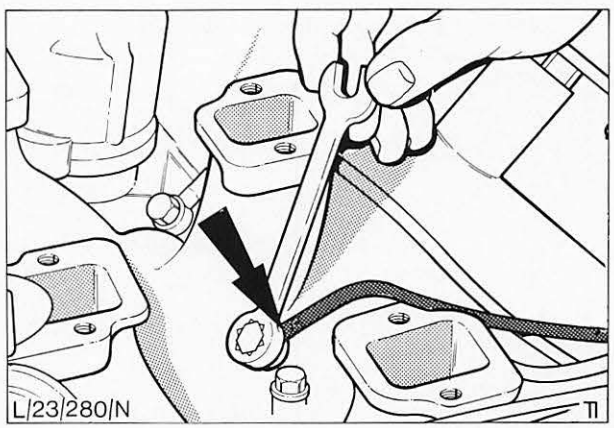

Abb. 89 Kraftstoffleitung – Einspritzventile
9. Leitungen – Einspritzventil abbauen, Abb. 89.
12. Leitungen – Einspritzventile montieren, Abb. 89.